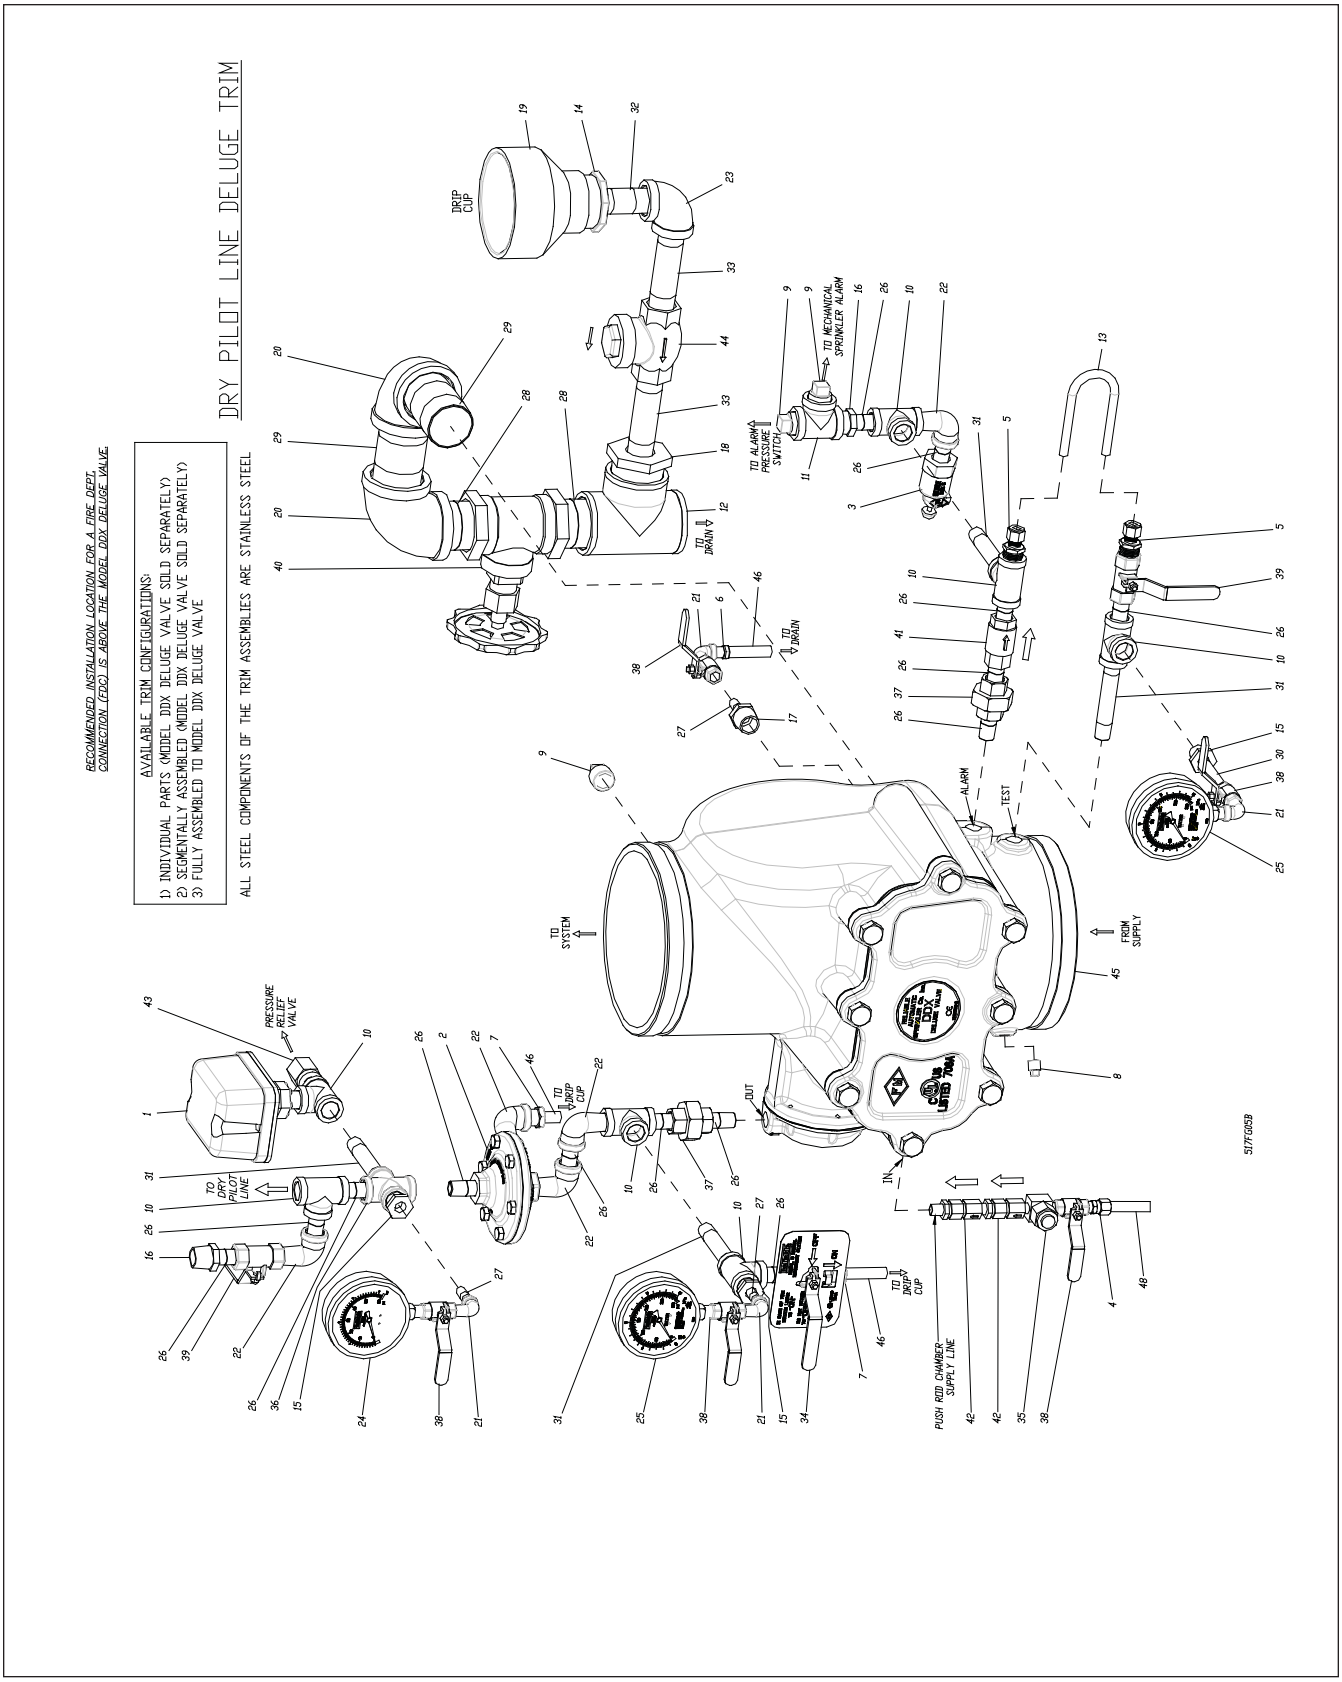

Fig. 5
Dry pilot line operation is used in areas which are subject to freezing conditions or to obtain installed sprinkler heights and pipe lengths greater than allowed for wet pilot line trim. Dry pilot operation uses a pilot line of closed sprinklers (Model F1-FTR) containing air under pressure located in the area to be protected. This pressurized line is connected to a Model LP-SS Dry Pilot Line Actuator. The dry pilot line actuator functions very much like a miniature dry pipe valve. In areas where moisture-laden air could cause freezing or other problems in the dry pilot line, the use of a cylinder of dry compressed gas such as nitrogen is suggested. Approved gas handling regulators and connections are then recommended. When one of the closed sprinklers on the dry pilot line actuates, the air pressure is reduced, thus opening the Model LP-SS Dry Pilot Line Actuator, which releases the Deluge Valve. NFPA 72 or the Authority Having Jurisdiction should be consulted for spacing and elevation requirements of the pilot line sprinklers. The Dry Pilot Line Trim, shown in Fig. 5, includes gauges to read the air and water pressure, a low air pressure switch, a pressure relief valve, a Model LP-SS Dry Pilot Line Actuator, and connections for the dry pilot line of detectors. Dry Pilot Line Trim installation on Model DDX-SS Deluge Valves uses eight tapped openings for trim connections. Each opening and its function are indicated on Fig. 5. Using Fig. 5 as reference, the recommended trim installation is as follows:
Connect the air supply to the air inlet side of the Model LP-SS Dry Pilot Line Actuator as shown in Fig. 5. Table A specifies the air pressure to be used in a dry pilot line. The level of air pressure should be maintained by an air maintenance device such as the Reliable Model A2 Air Maintenance Device and set as required by Table A. A pressure relief valve is supplied with the trim kit and is factory set to 35 psi. (2.4 bar). An appropriate automatic pressure maintenance device must be used to safeguard against the Deluge Valve tripping due to air pressure leaks in the dry pilot line. See Bulletins 250 and 251 for pressure maintenance device information.
Install the dry pilot line as required. Wire the low air pressure switch (#1, Fig. 5) to an annunciating device or control panel. This low air pressure switch should be set to open at an air pressure which is slightly lower than the "Not Less Than" values found in Table A.
2. Drop pressure in the system by removing the air pressure gauge (#24, Fig. 5) and opening the 1/4" ball valve (#38, Fig. 5). Then remove the Actuator from the system.
Model DDX-SS 8” (200mm) Dry Pilot Trim Parts List (Refer to Fig. 5)